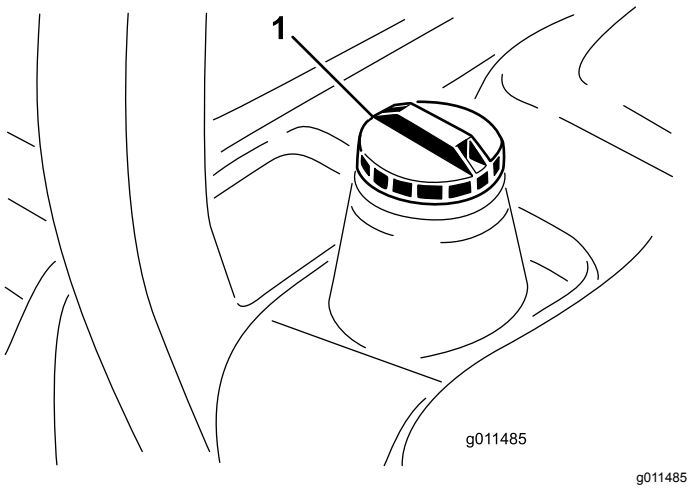

Figur 20
3. Ta lokket av drivstofftanken (Figur 20).